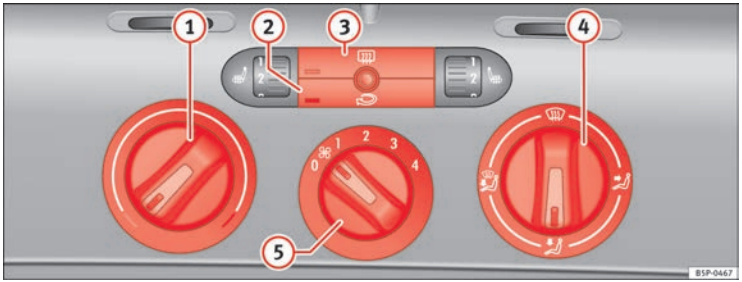

Fig. 107 On the dash panel there are the heating controls
– Using the controls ⇒ fig. 107 (1) and (4) and the control (5) you can set the temperature, air distribution and the fan speed.
– To switch a function on or off, press the appropriate button (2) or (3). When the function is activated, the display window in the lower left of the button is lit.